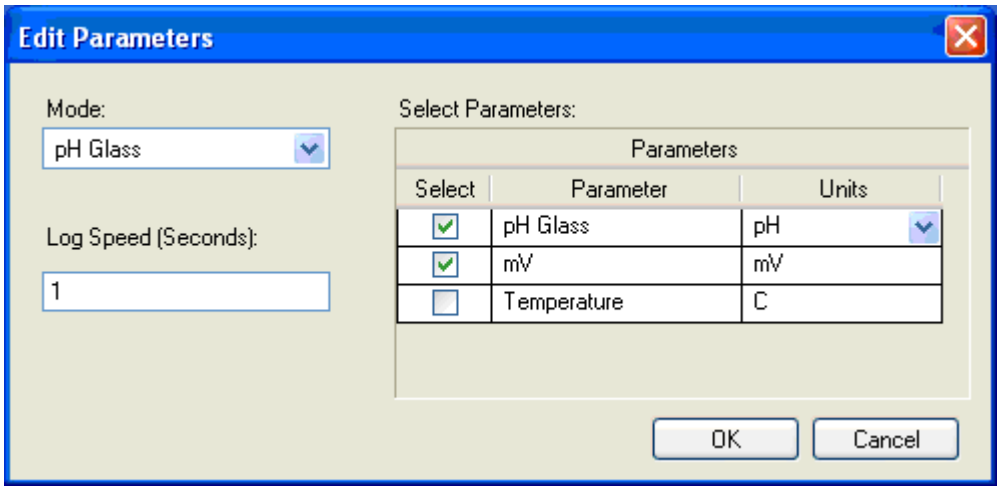

Figure 2 Edit parameters window
1. Right-click inside the Live Data pane and select Edit Parameters from the shortcut menu. Alternatively, select Options in the top right corner of the live data pane.The Edit parameters window will display (Figure 2).